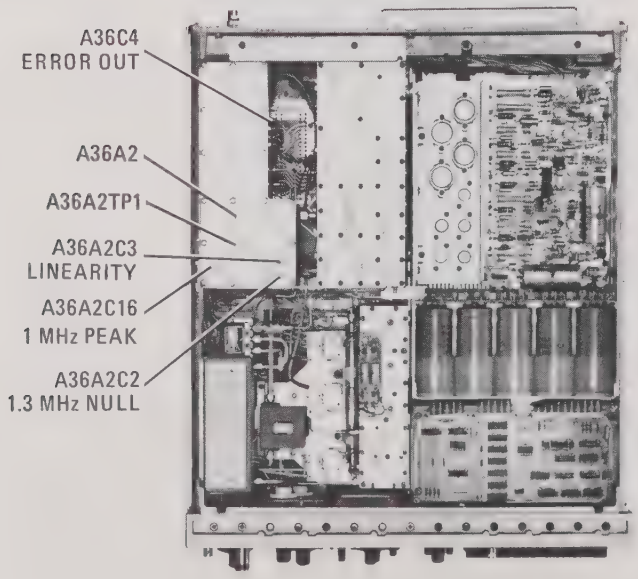

Figure 5-46. Tuning Stabilizer VCXO Adjustment Locations
s. Remove A36A2 cover plate (Figure 5-46) for access to test points and center A36A2C3 LINEARITY.